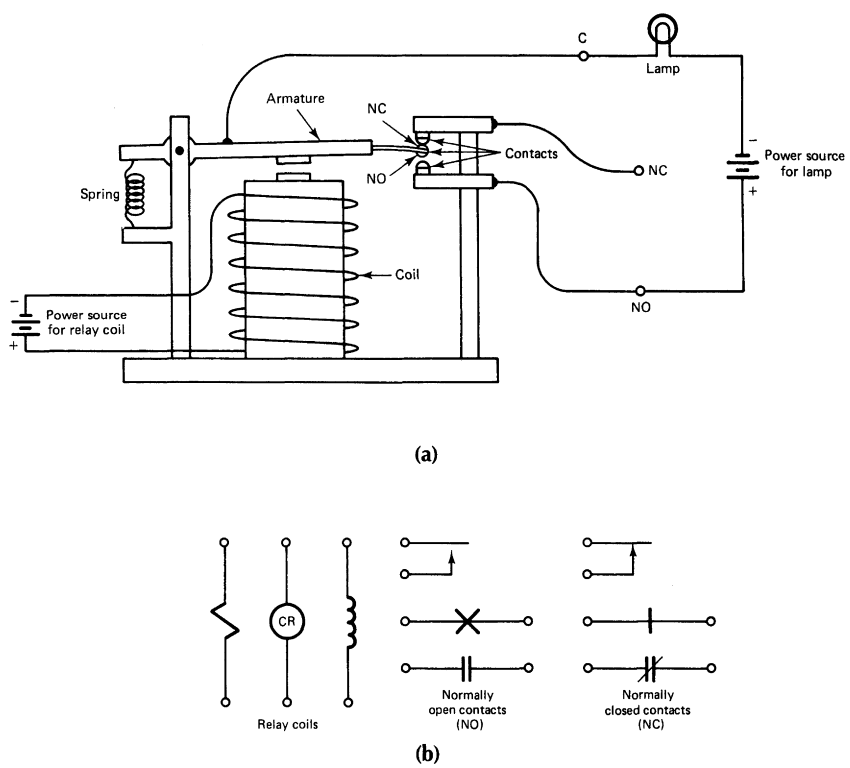

FIGURE 4-14 Construction and symbols of a relay. (a) Pictorial. (b) Symbols.
The basic construction and symbols of a relay are shown in Fig. 4-14. Relays have an electromagnetic coil with electric power applied to its two external leads. When the power is turned on, the electromagnet is energized. The electromagnet part of the relay controls a set of contacts. The contacts are called *normally open* (NO) or *normally closed* (NC), depending on their condition when the electromagnet is not energized. There is also a *common* contact.